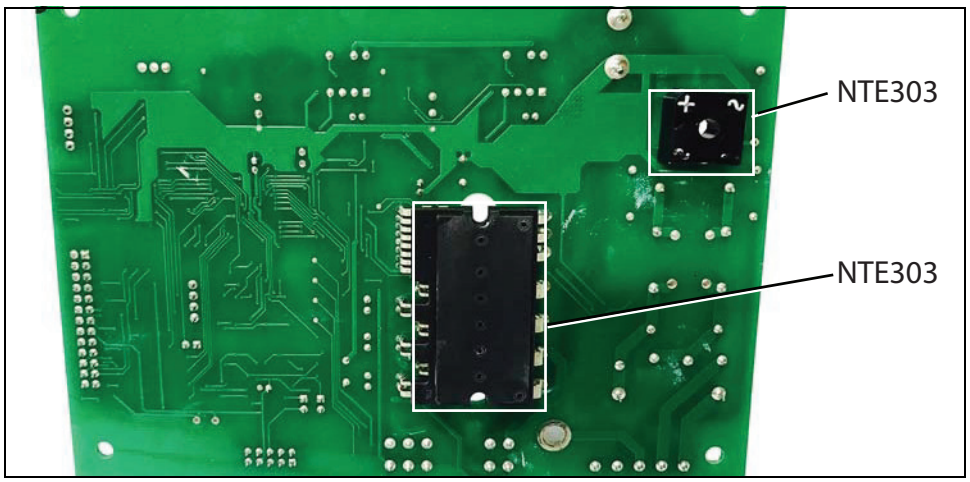

Figure 12. Apply Thermal Transfer Paste To These Component Surfaces
1. Prior to mounting the board onto a sheet metal surface of the electronics compartment, paint the bottom surface areas of the board's motion controller and rectifier chips (Figure 12) with a thin film of thermal transfer paste (NTE303 or equivalent).